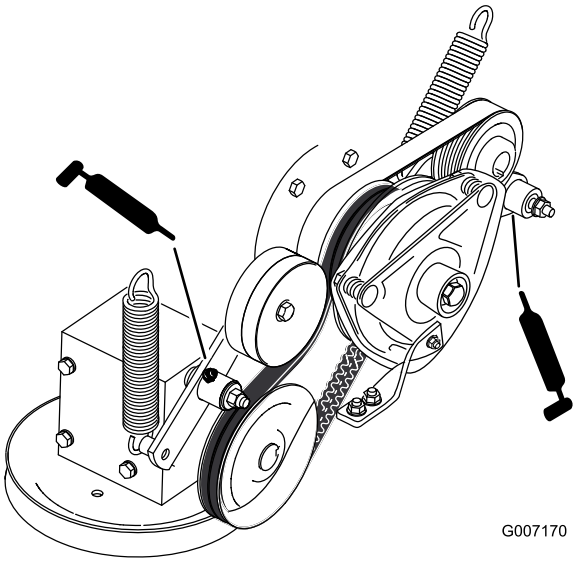

**Figuur 38**
7. Smeer de arm van de spanpoelie van de aandrijfriem van de aftakas (Figuur 38).
8. Smeer de arm van de riemspanpoelie van de pomp (Figuur 38).